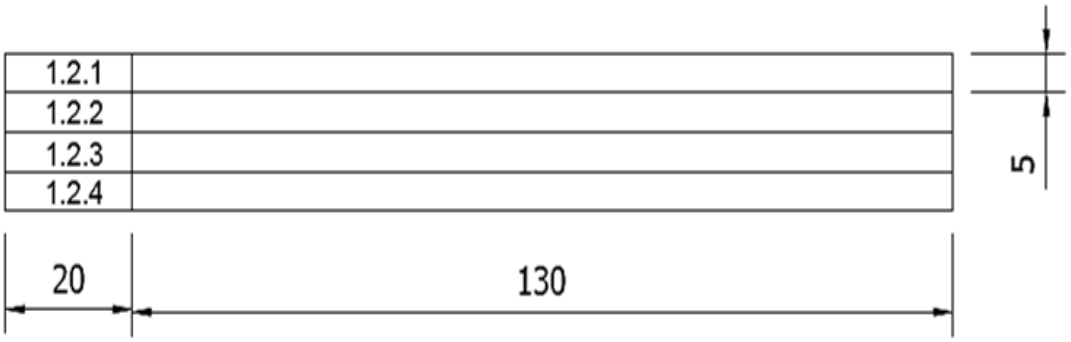

FIGUUR 1 (1)
1.1 Trek, in volle grootte, die antwoordblok wat in FIGUUR 1 getoon word op die TEKENVEL.